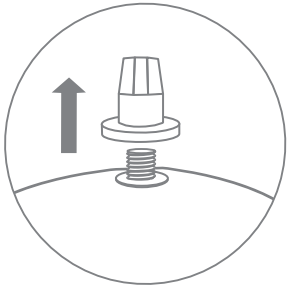

Рис. 18
3. Удалите транспортную заглушку (рис. 18), которая закрывает резьбовой штуцер подключения воды: в верхней части накопительного бака открутите транспортную заглушку против часовой стрелки.